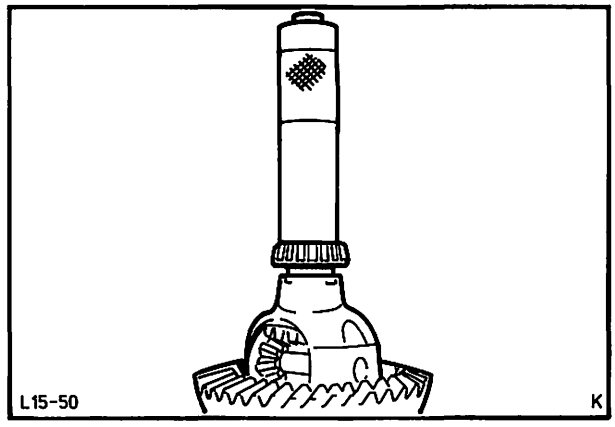

Abb. 78 Kegelrollenlager mit Spezialwerkzeug 15-032 aufpressen
37. Beide Kegelrollenlager mit Spezialwerkzeug 15-032 auf das Ausgleichgetriebe pressen, Abb. 78.